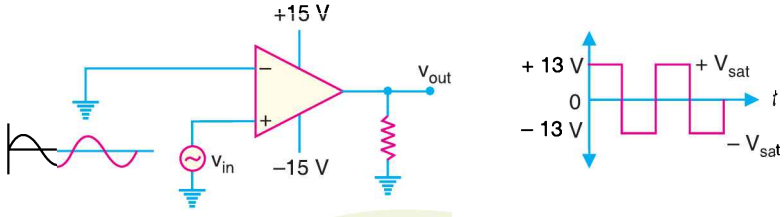

Fig. 25.94
1. As a square wave generator. A comparator can be used to produce a square wave output from a sine wave input. Fig. 25.94 shows the circuit of a comparator to produce square wave output. Note that inverting terminal (–) is grounded and signal (v_{in}) is applied to the noninverting terminal (+). Since the gain of a comparator is equal to A_{OL}, virtually any difference voltage at the inputs will cause the output to go to one of the voltage extremes (+ V_{sat} or – V_{sat}) and stay there until the voltage difference is removed. The polarity of the input difference voltage will determine to which extreme (+V_{sat} or – V_{sat}) the output of the comparator goes.